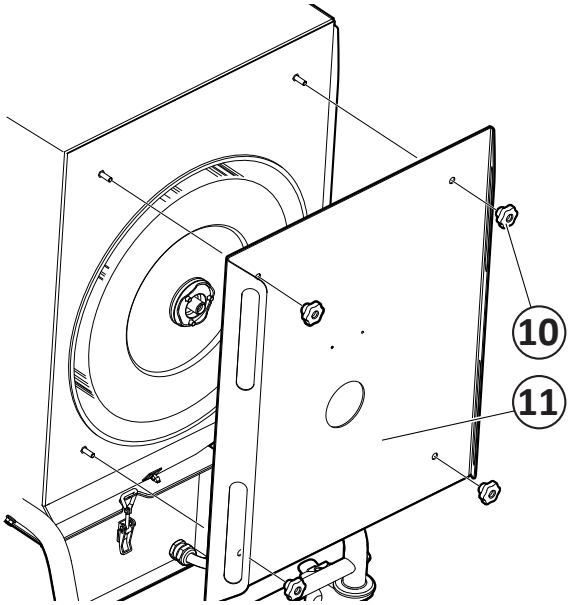

Fig. 20
5. Skruva loss låsmuttrarna (6) för täckplåten (7).
6. Demontera lagret (8).
7. Skruva loss vreden (10, **Fig. 20**) och plocka ner filterluckan (11).
5. Sätt tillbaks och skruva fast filterluckan (10, **Fig. 20**) på karossen. Se till att filterpatronen centerar mot hålet i fliterluckan och verifiera att tätningen är fullgod mellan lucka och kaross.
6. Sätt tillbaks och skruva fast filterluckan (10, **Fig. 20**) på karossen. Se till att filterpatronen centerar mot hålet i fliterluckan och verifiera att tätningen är fullgod mellan lucka och kaross.